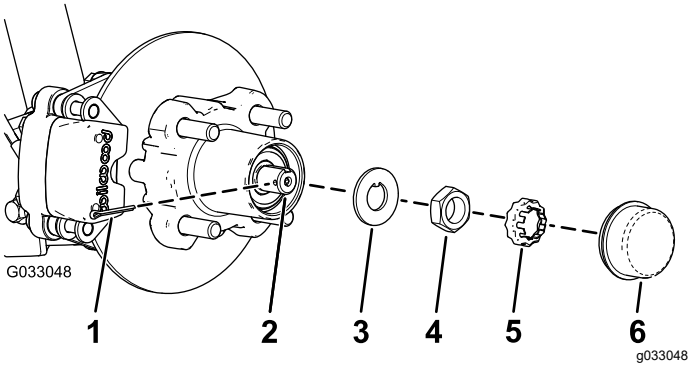
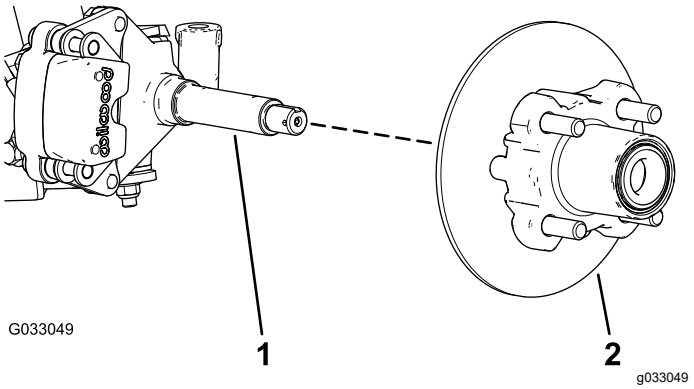

Figur 25
Figur 26
4. Ta av dammkåpan från navet (Figur 25).
5. Ta bort saxpinnen och mutterhållaren från spindeln och spindelmuttern (Figur 25).
6. Avlägsna spindelmuttern från spindeln och skilj sedan navet och rotorn från spindeln (Figur 25 och Figur 26).